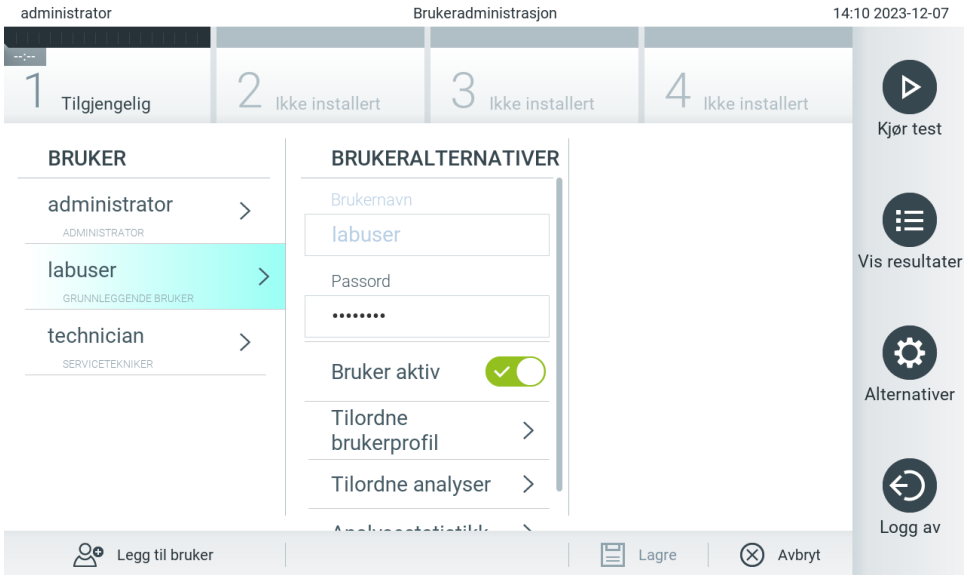

Figur 51. Velge og administrere brukere.
2. Velg brukeren som skal administreres, fra listen i den venstre kolonnen på innholdsområdet (figur 51).